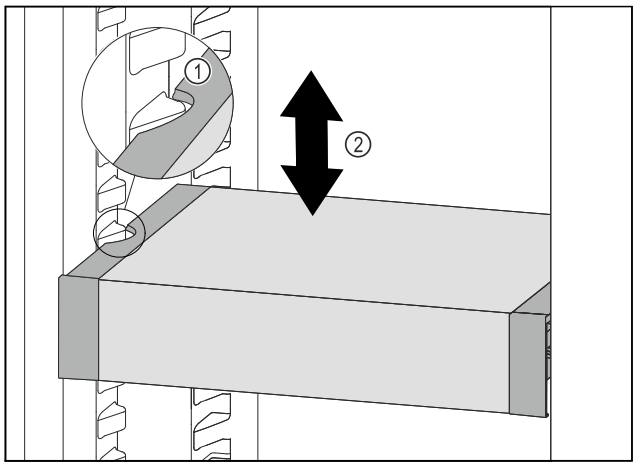

Fig. 94
▶ Trageți în față VarioSafe, până când degajările laterale ale VarioSafe se află la înălțimea nervurii recipientului din frigider. *Fig. 94 (1)*
▶ Mișcați în sus sau în jos VarioSafe în frigider, până când este atinsă înălțimea dorită. *Fig. 94 (2)*